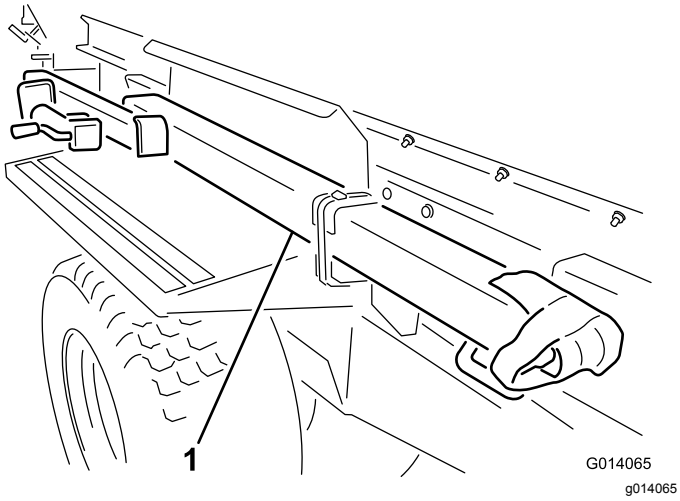

**Figur 3**
3. Avlägsna dragstången från leveransläget genom att skära av buntbanden som håller den mot stänkskärmen (Figur 3). Avlägsna monteringsfästena från stänkskärmen och kassera dem.